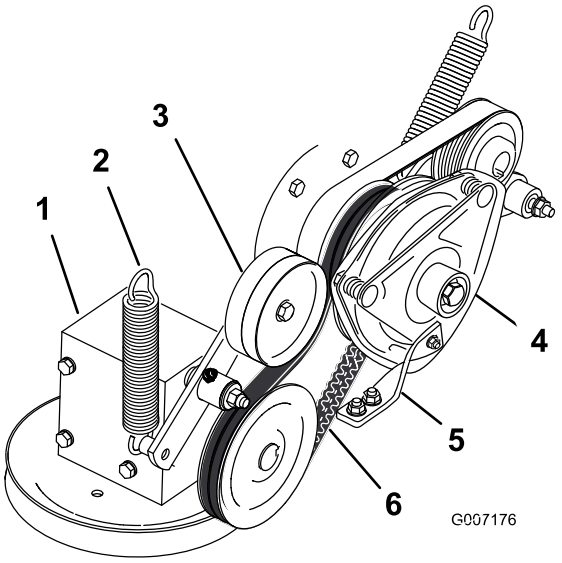

Rysunek 70
4. Zdejmij sprężynę z ramienia koła pasowego luźnego (Rysunek 70).
7. Załóż pasek napędowy PTO wokół koła pasowego sprzęgła i koła pasowego skrzyni biegów (Rysunek 70).
9. Załóż sprężynę na ramię koła pasowego luźnego (Rysunek 70).